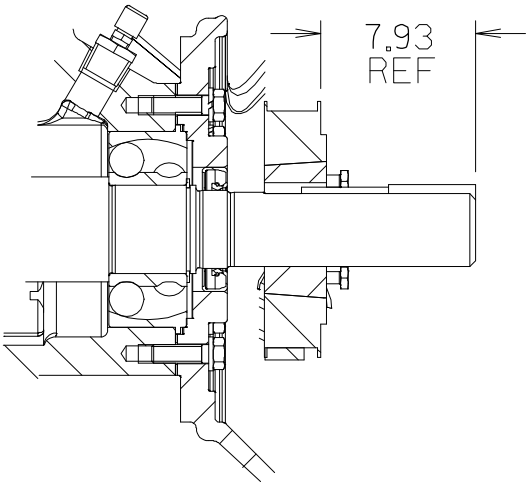

Figure 11. Drive Sprocket Positioning
Install the key (18, Figure 5) in the shaft keyway, making sure to leave room in the keyway for the drive key (18, Figure 5). Install the sprocket (19) and bushing (20) on the shaft to the dimension shown in Figure 11.
When properly installed to the dimension shown in Figure 11, the key (18, Figure 5) ***will not*** *extend fully through the bushing. This is an acceptable fit for this application.*